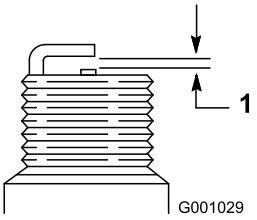

Figur 45
7. Indstil mellemrummet mellem elektroderne på et nyt tændrør til 0,76 mm (Figur 45).